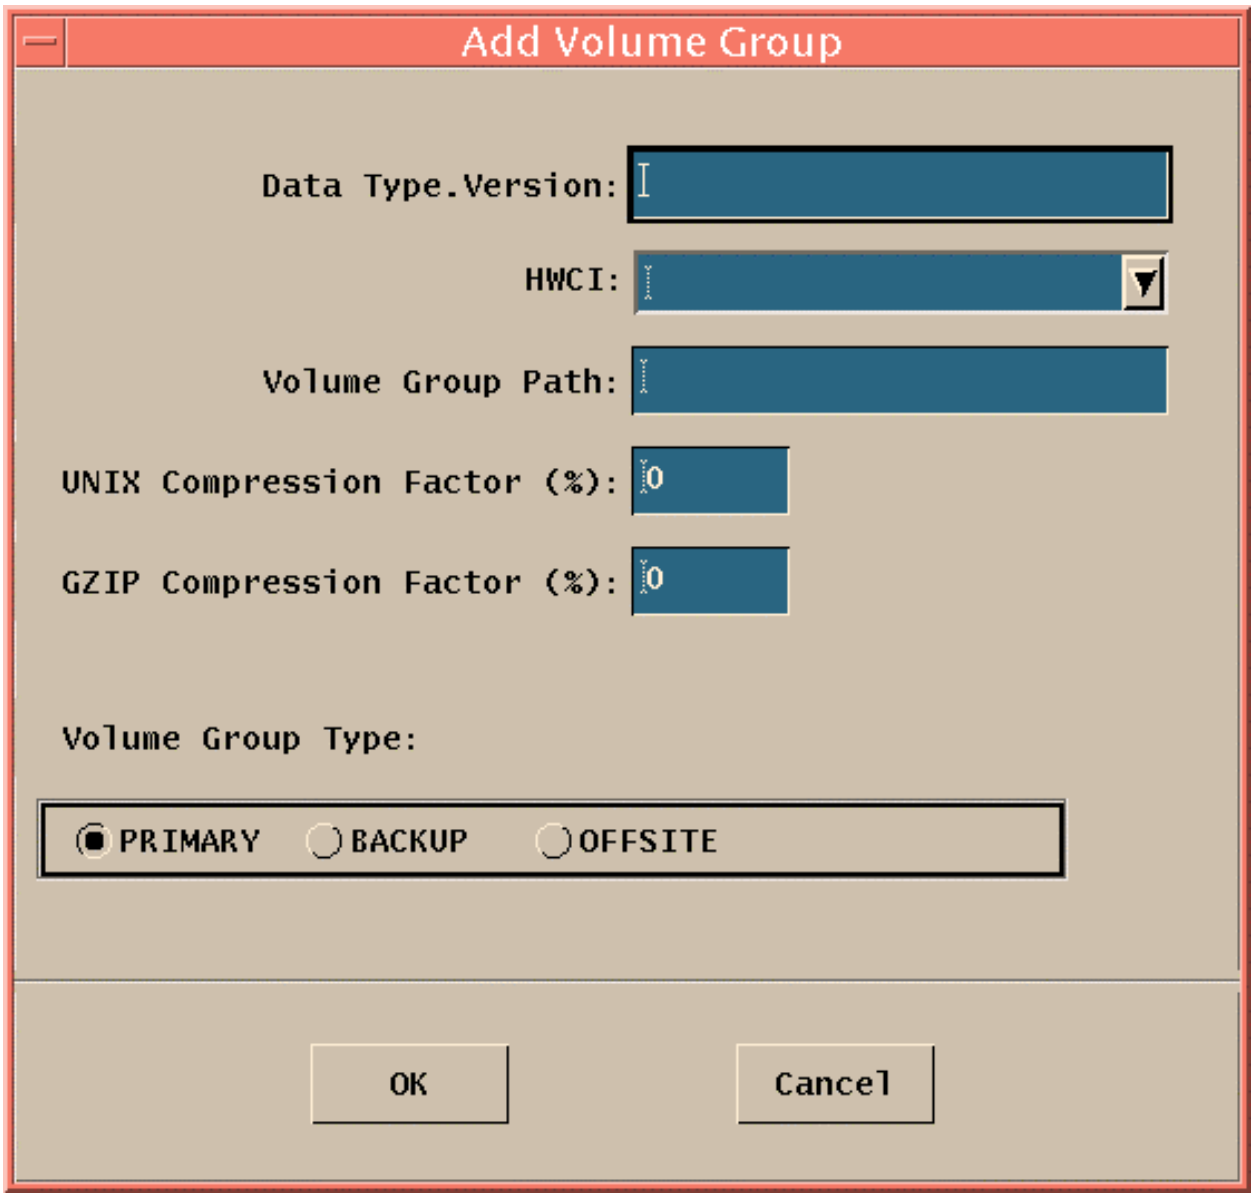

Figure 26.11.5.2-1. Add Volume Group GUI
- This brings up the Storage Management Control GUI. Refer to figure 26.11.5.
- This brings up the "Volume Group Information" pane which is what figure 26.11.5.1-1 actually illustrates.